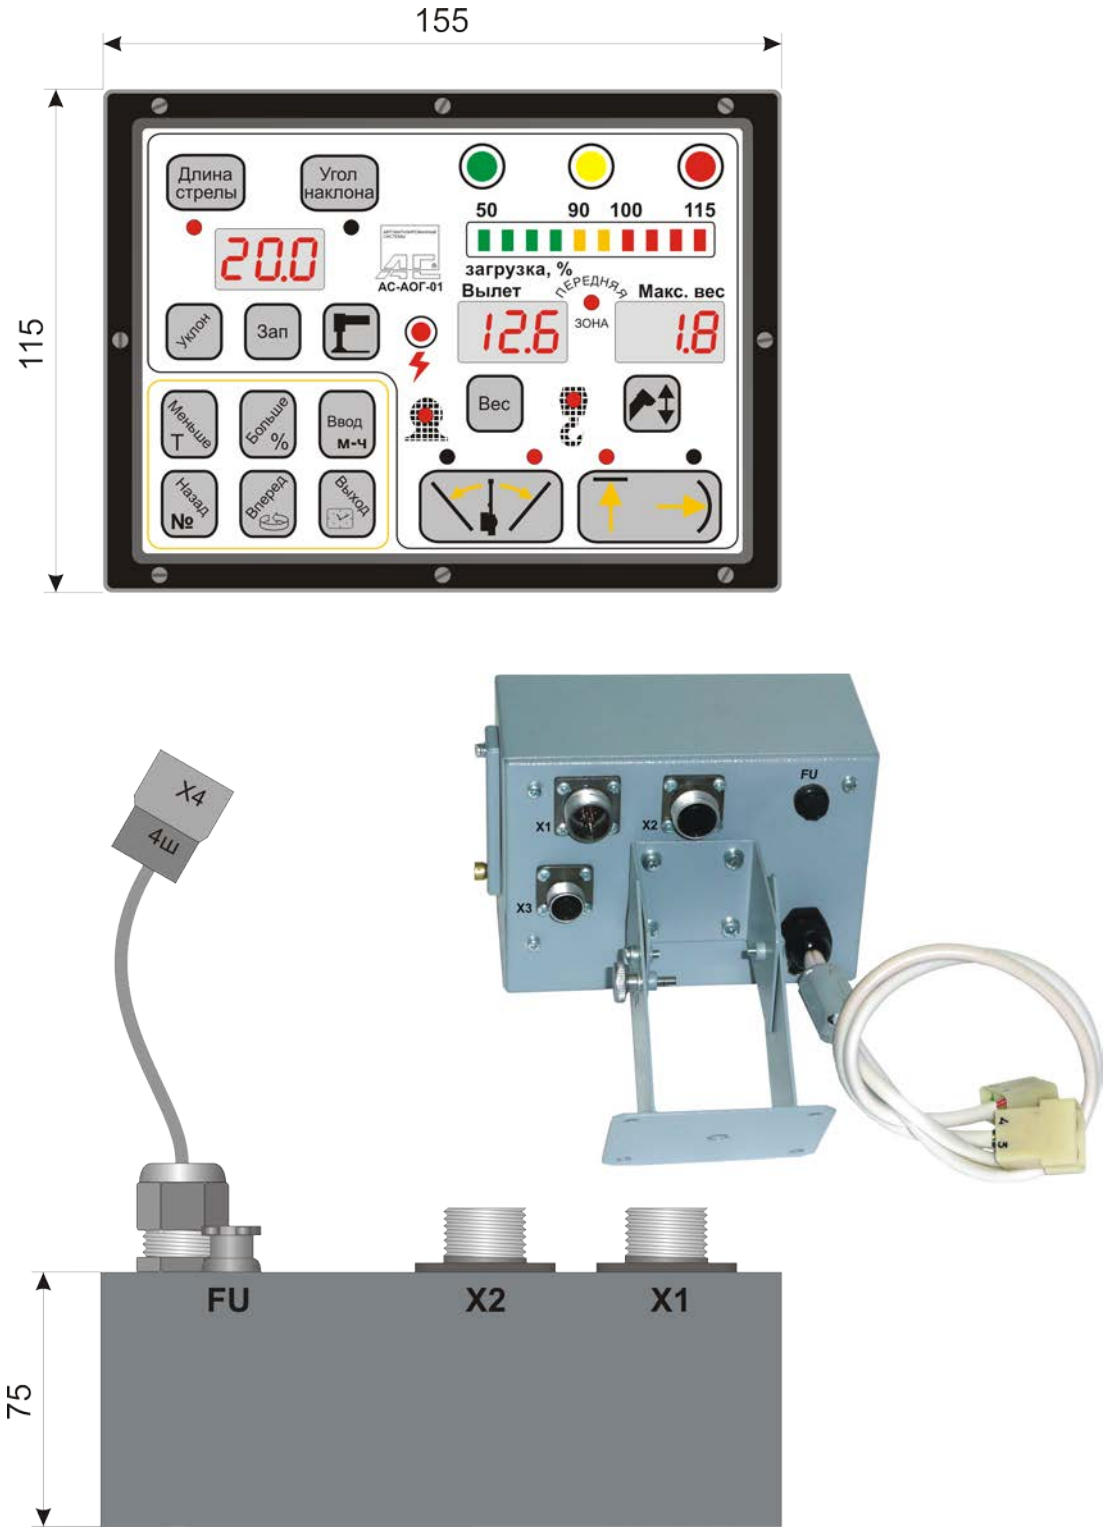
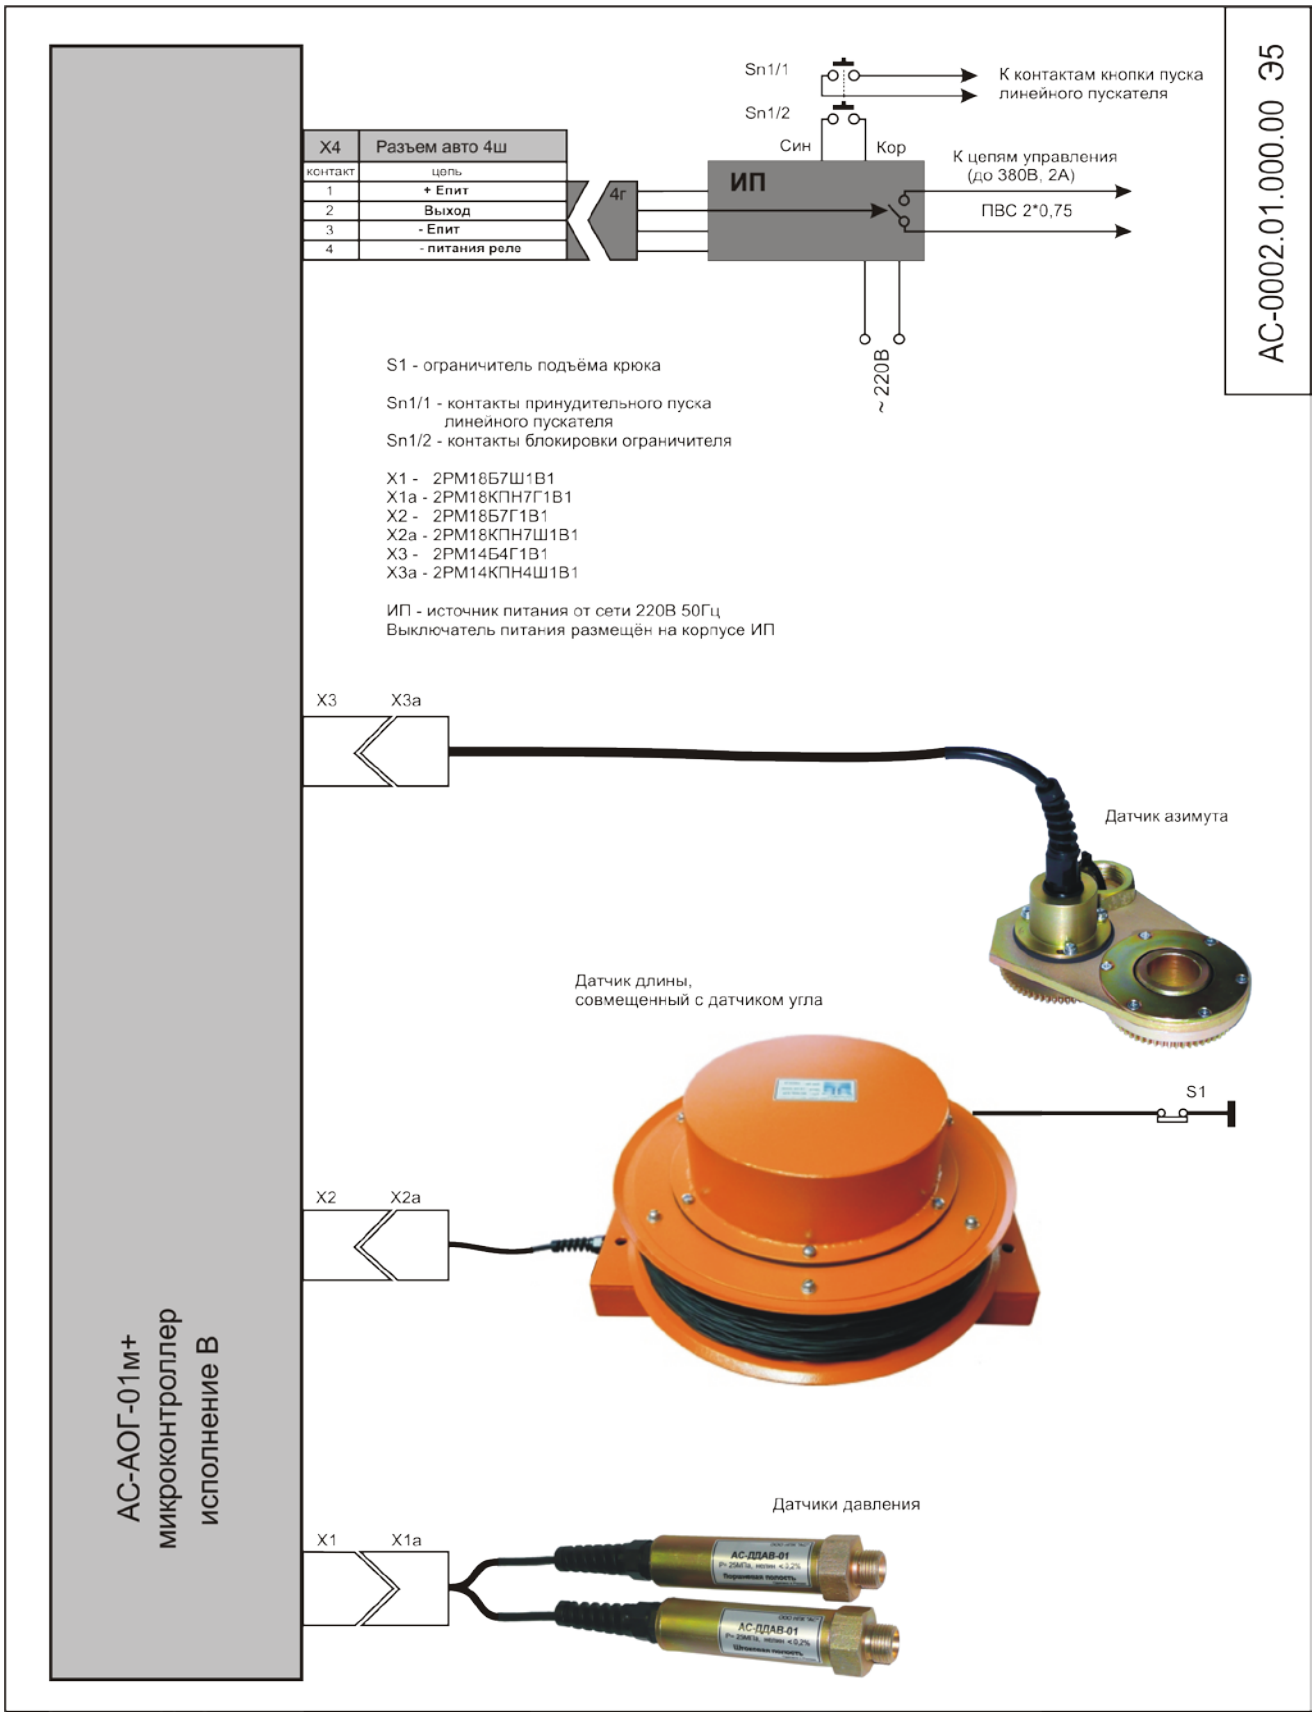

Рис.2
Рис.3
1) блок АОГ, включающий "Регистратор параметров" 1 шт,рис.2;
6.1. Описание работы проводится по схеме подключения рис.3.
Подсоединение АОГ к электрооборудованию крана должно быть произведено в соответствии со схемой подключения рис.3, а именно к разъему X4 расположенному на тыльной стороне блока АОГ (рис.2), на задней стенке.
6.3. Напряжение питания от аккумуляторной батареи либо от преобразователя АС-БП-01 при установке выключателя питания на ИП в положение ВКЛ подается на контакты разъема X4 блока АОГ, рис.3.
6.3.3. К блоку питания относятся 2 предохранителя FU1 и FU2, рис.2. Самовосстанавливающийся предохранитель FU1 (1А) размещен внутри блока и предназначен для защиты внутренних электронных цепей блока АОГ, а плавкий предохранитель FU2 (5А), размещен на задней стенке блока АОГ и предназначен для защиты цепей управляющих реле от короткого замыкания. Питание реле осуществляется независимо от внутренних электронных цепей блока АОГ.
6.4. Блок АОГ включает в себя модуль индикации и управления (первая плата), вычислительный модуль, модуль ввода цифровых и аналоговых сигналов, модуль АЦП, модули "Регистратора параметров", блока питания и реле (все на второй плате), рис.2.
В обычной практике применения крана достаточно использовать подключение по схеме Рис.3.
7.4. Подключение составных частей, а также подключение системы АОГ к системе электрооборудования крана производите в соответствии со схемой подключения АС-0002.00.000.00м Э5, рис.3.